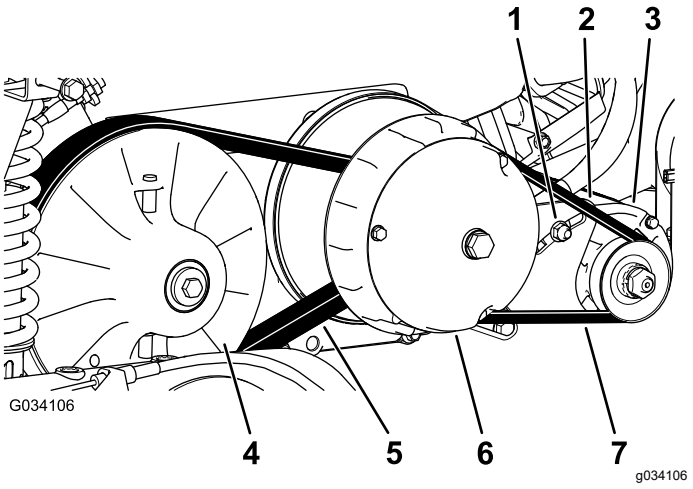

Bild 67
6. Drehen und prüfen Sie den Riemen (Bild 67) auf überdurchschnittliche Abnutzung oder Beschädigung.
3. Drehen Sie den Riemen und verlegen ihn über die sekundäre Kupplung (Bild 67).
4. Nehmen Sie den Riemen von der primären Kupplung (Bild 67).
5. Fluchten Sie den neuen Riemen über der primären Kupplung aus (Bild 67).
6. Drehen Sie den Riemen und verlegen ihn über die sekundäre Kupplung (Bild 67).
2. Lösen Sie die Drehmutter für den Startergenerator (Bild 67).
4. Drücken Sie das Stemmeisen nach unten, um den Starter nach unten im Schlitz zu drehen, bis die Riemenspannung nur eine Riemendurchbiegung von 6 mm erlaubt, wenn Sie eine Kraft von 44 N·m aufbringen (Bild 67).
5. Ziehen Sie die Drehmutter mit der Hand an und entfernen Sie das Stemmeisen (Bild 67).